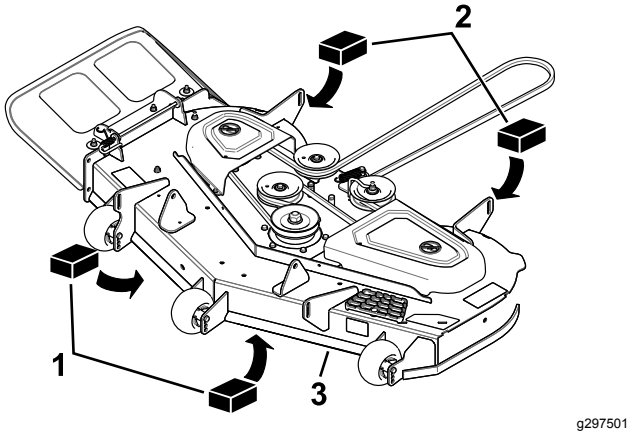

Rysunek 73
3. Umieść dwa klocki o grubości 6,6 cm po obu stronach przedniej krawędzi podwozia tnącego, ale nie pod wspornikami rolek zapobiegających zdzieraniu darni (Rysunek 73).
4. Umieść 2 klocki o grubości 7,3 cm pod tylną krawędzią fartucha podwozia tnącego, po jednym na każdą stronę podwozia tnącego (Rysunek 73).